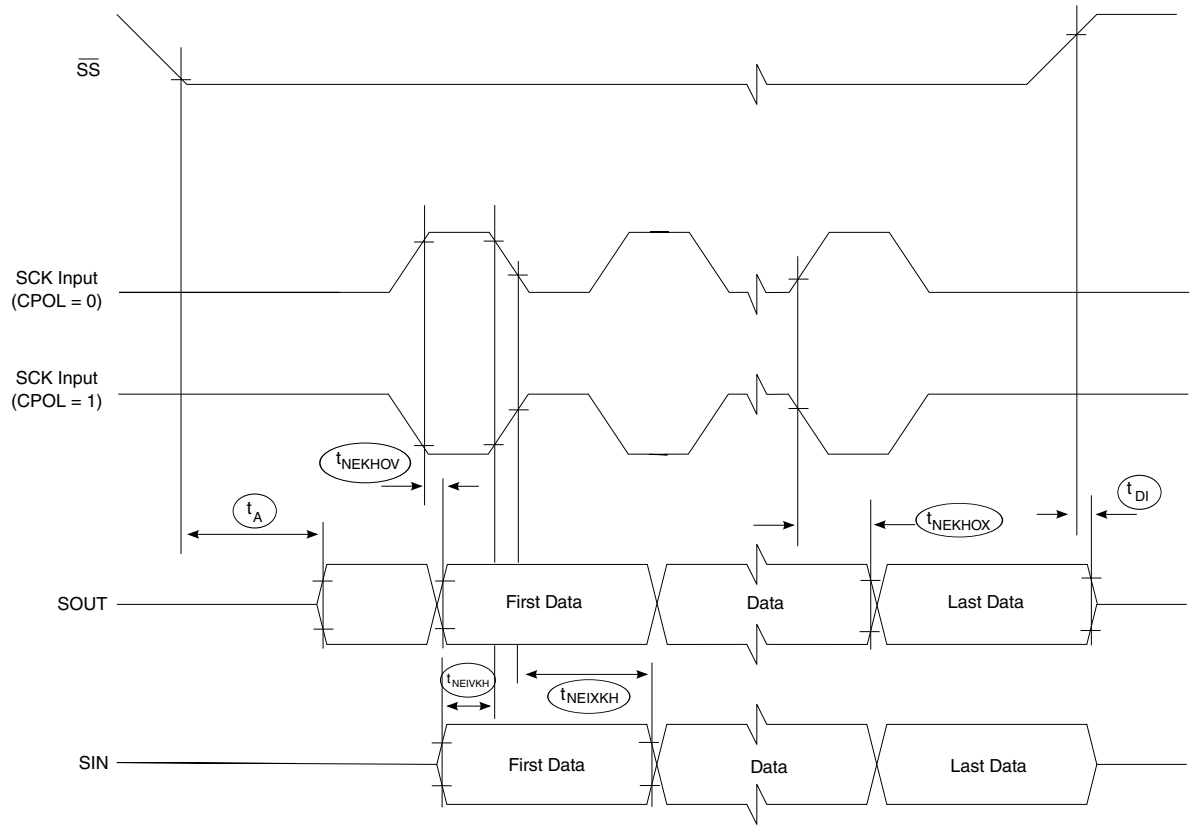

Figure 62. SPI timing slave, CPHA = 1
8. See Figure 62. on page 172.